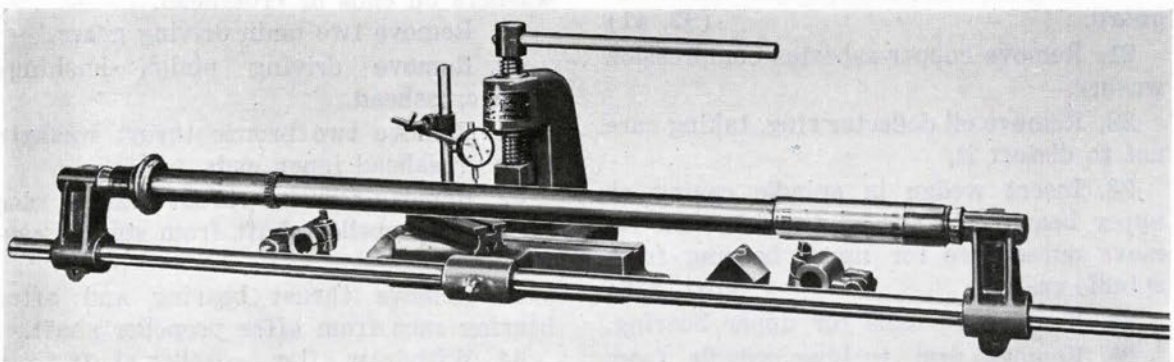

Figure 189
1. Place shafts between knife-edge rollers or between centers on shaft straightening press, and with a dial indicator, measure amount out of true by turning shaft slowly (Fig. 189). If shafts are out of true by more than 0.005 inch, mark high spots with chalk.